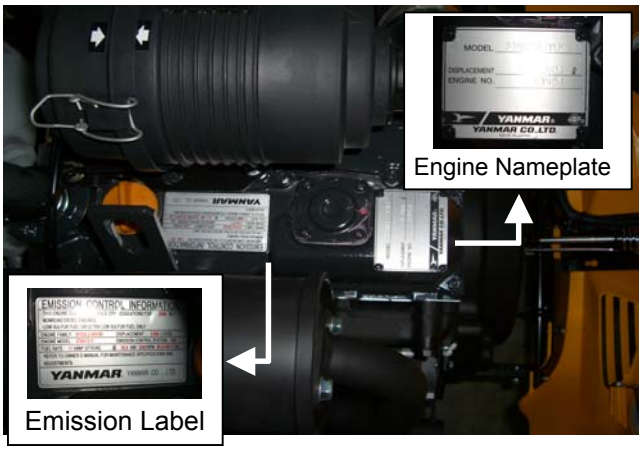

Figure 2.1
- Engine model is 3TNV72-YUKS will be used in this tractor. Specification and Serial number information can be found on a riveted tag and an adhesive label attached to the top of the engine valve cover. See Figure 2.1.